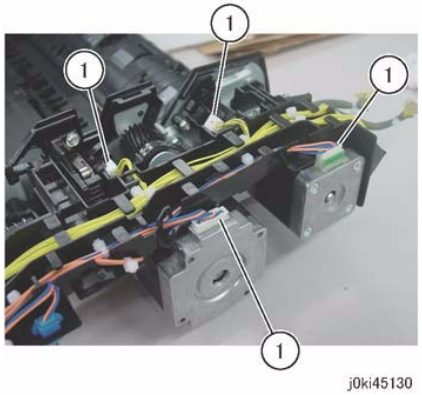

Figure 4 Harness Connectors
12. Disconnect the connector. (Figure 4)